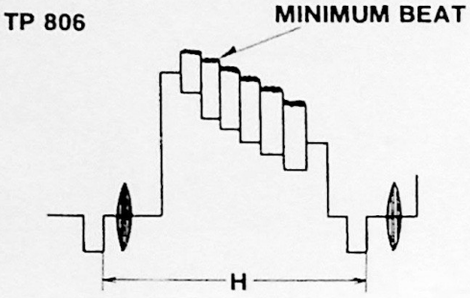

Figure 41. Mix Control
4. Adjust mix control (R861) for minimum beat in TP 806 signal (Figure 41).